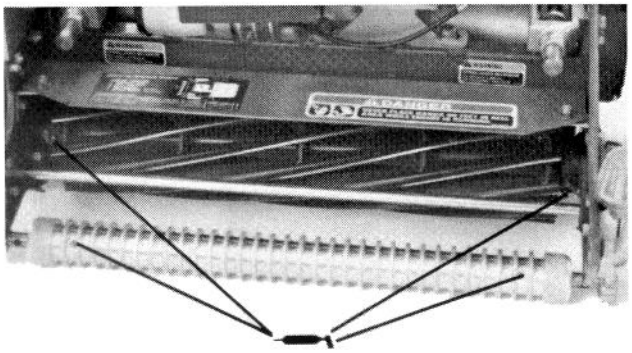
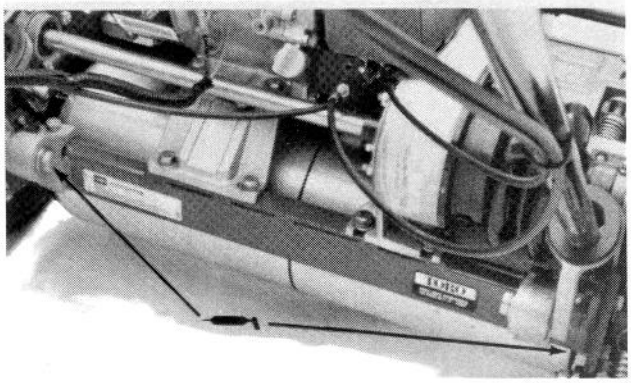
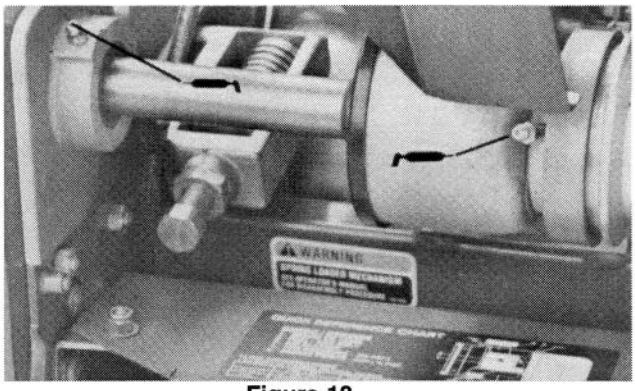
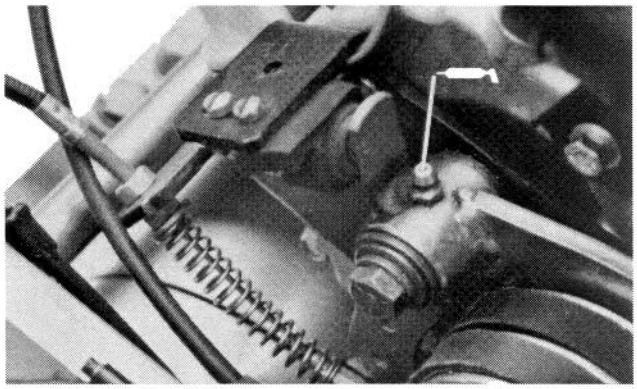

Figure 16
Figure 17
Figure 18
Figure 19
2. Emplacement des graisseurs: (2) sur le rouleau avant (Fig. 16), (2) sur les roulements des cylindres (Fig. 16), (2) sur les axes du tambour (Fig. 17), (3) sur le différentiel (Fig. 17), (2) sur les roulements de l'arbre de renvoi des cylindres (Fig. 18) et (1) sur la poulie de tension de la courroie (Fig. 19).